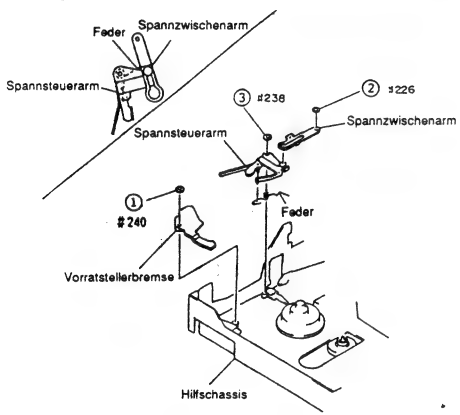

Abb. 2-48
1) Eine (1) Scheibe entfernen und die Vorratstellerbremse aus dem Hilfschassis herausziehen (siehe Abb. 2-48).
2) Eine (1) Scheibe entfernen, mit der den Spannzwischenarm befestigt ist.
3) Eine (1) Scheibe entfernen, mit der den Spannsteuerarm befestigt ist.